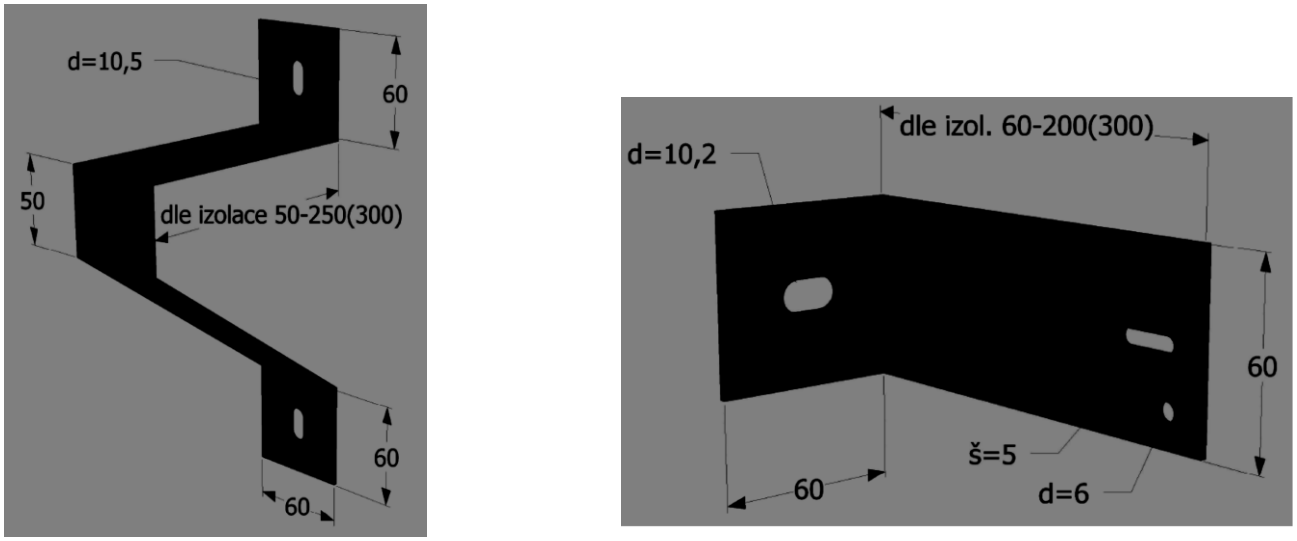

Abb. 3
- Punkt-**Konsole A** und **L** (Abb. 3), welche in Bodenstrukturen verankert sind;